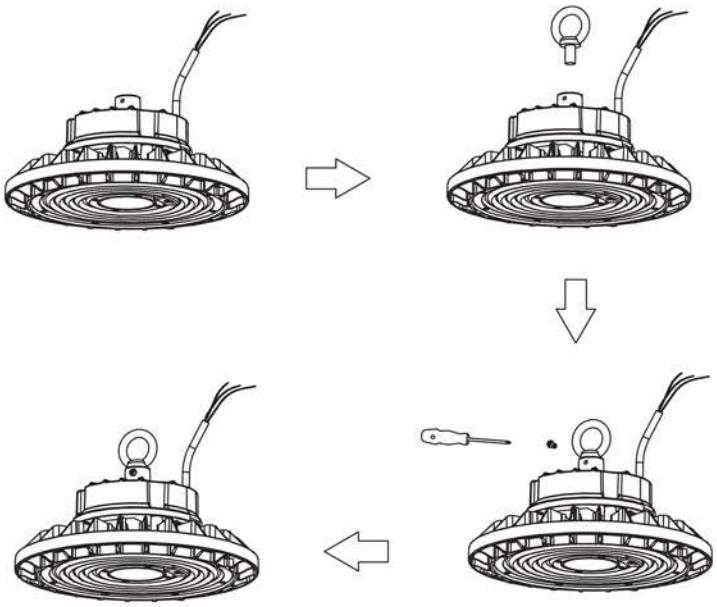

Рис. 2
6.4 Возьмите рым-болт и закрутите. Убедитесь, что рым-болт полностью завинчен, а предохранительный винт затянут (см. рисунок 2).